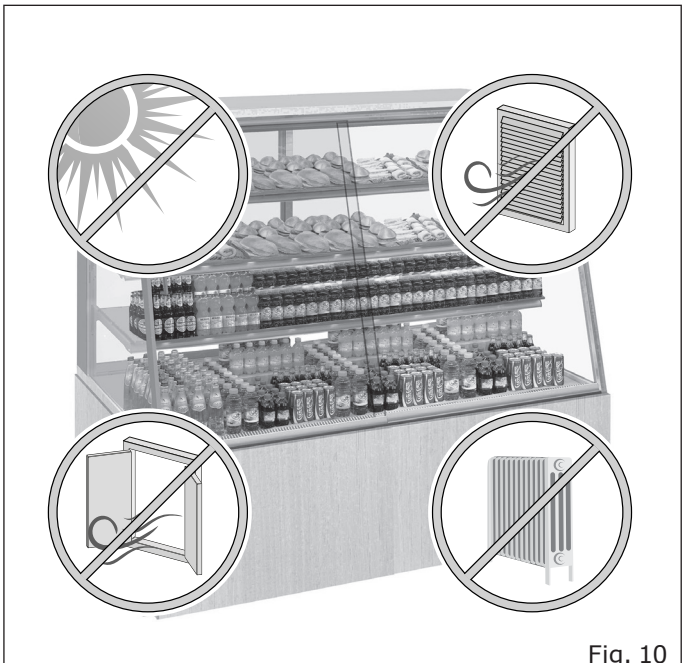

Fig. 10
- Lejos de fuentes de calor, luz solar directa, puertas, ventanas, ventiladores y rejillas de ventilación ("Fig. 10").